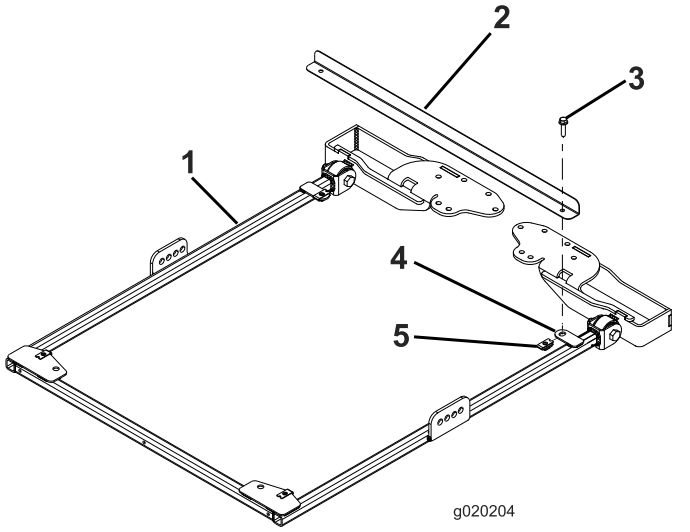

図 24
1. フレームを正しく整列させるために、サンシェードのフレームの後部にある取り付けタブに、フレーム整列バーを取り付けるフランジヘッドボルト5/16 x 1¼"2本を使用して図 24のように取り付ける。